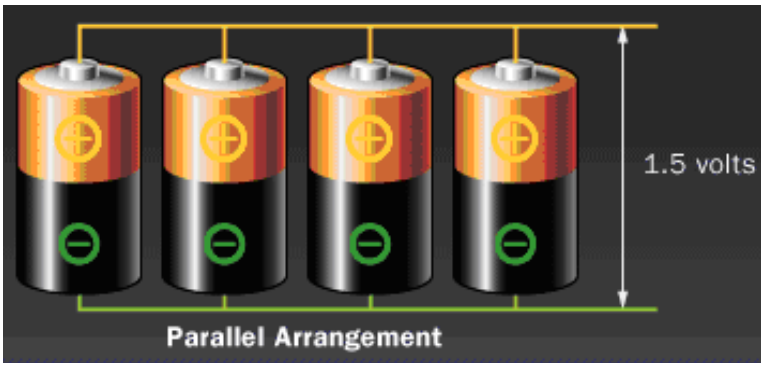

Figure 9: Cells in Parallel Arrangement – In this example the capacity is increased four fold but the multi-cell battery retains the voltage of a single cell.
- **Parallel** – By connecting cells in parallel (Figure 9) it allows for the use of the same cell voltage, but increases the overall capacity of a multi-cell battery.